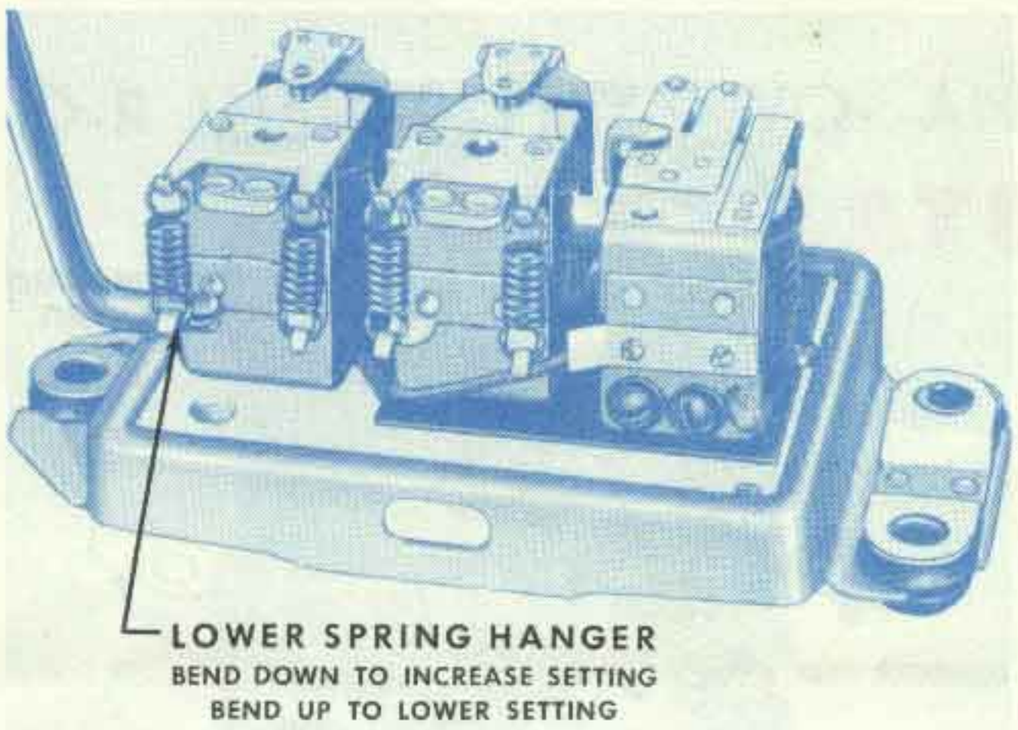
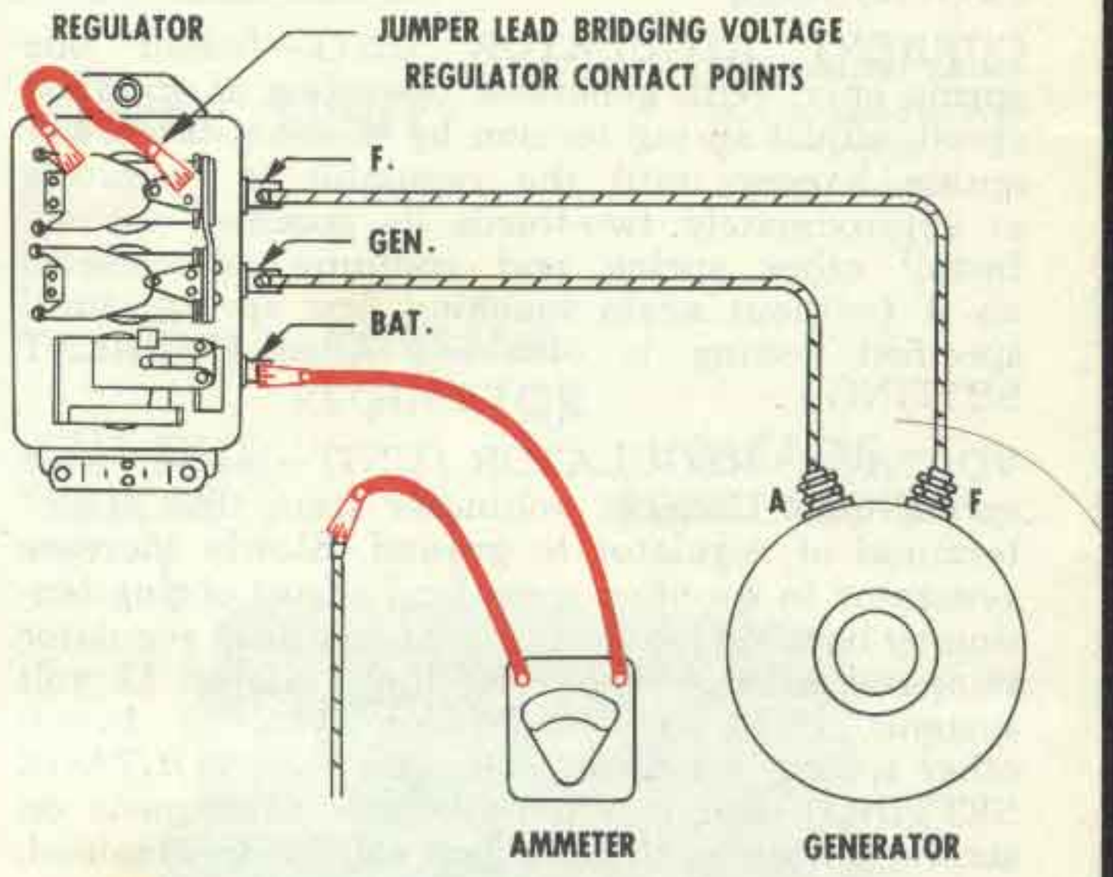

Figure 13—Adjusting voltage regulator setting.
Figure 14—Ammeter and jumper lead connections for checking current regulator setting by the jumper lead method. Ammeter leads and jumper lead shown in red.
To adjust, bend the lower spring hanger of one spring (Fig. 13). Bend down to increase the voltage setting, or up to lower the setting. Confine adjustment to one spring only. Some units have one light and one heavy spring and on these, adjustment should be normally confined to the light spring only. If the unit is badly out of adjustment, refer to section headed REGULATOR SPRING REPLACEMENT.
CURRENT SETTING—To check the current regulator setting, the voltage regulator must be prevented from operating. Three methods of preventing voltage regulator operation are available. Regardless of the method used, an ammeter must be connected into the charging circuit at the regulator "BAT" terminal (Fig. 14). The three methods are as follows:
1. JUMPER LEAD METHOD—Remove the regulator cover and connect a jumper lead across the voltage regulator contact points (Fig. 14). Turn on lights and accessories to prevent high voltage during the test. With generator operating at specified speed, and with regulator at operating temperature, note the current setting. Adjust by bending the lower spring hanger of one spring down to increase the current setting or up to lower the setting (see Fig. 13). Confine adjustment to one spring only. If the unit is badly out of adjustment, readjust as explained under REGULATOR SPRING REPLACEMENT.